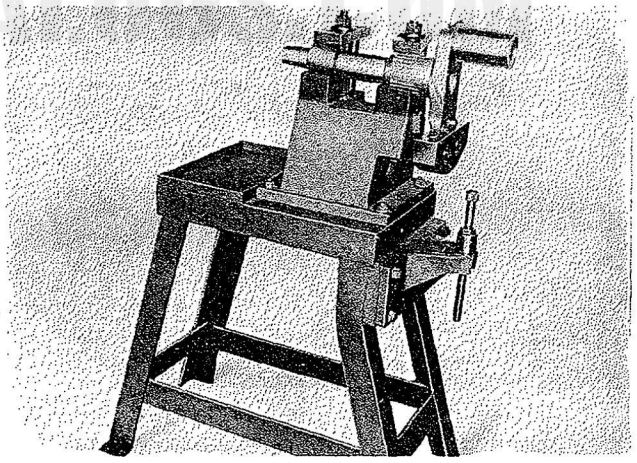

Figure 102—Crankshaft in Assembly Fixture
c. Install the crankshaft in the assembly and disassembly fixture (Tool No. 800710, mounted on floor stand, Tool No. 800711). Tighten the two clamps on the fixture to hold the crankshaft firmly in the fixture, with the counterweights in the downward position. Adjust the knurled head bolt underneath the crankshaft rear counterweight to support the crankshaft during the following operations. Tighten the lock nut on the bolt to lock the bolt in the proper position. Refer to Figure 102.